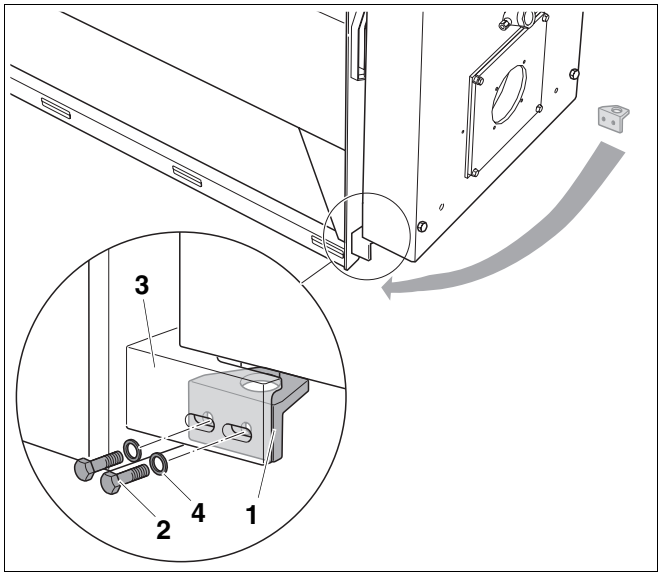

Rys. 12 Wymiana zawiasy drzwiczek
- Wykręcić 2 śruby z łbem sześciokątnym (rys. 12, **poz. 2**) i podkładki (rys. 12, **poz.** 4) z prawej dolnej zawiasy.
- Nałożyć dolny kątownik wspornikowy (rys. 12, **poz. 1**) po przeciwnej stronie otworem na sworzeń zawiasy i przykręcić do kątownika podtrzymującego drzwiczki (rys. 12, **poz.** 3) przy pomocy 2 śrub z łbem sześciokątnym (rys. 12, **poz. 2**) i podkładek (rys. 12, **poz.** 4).